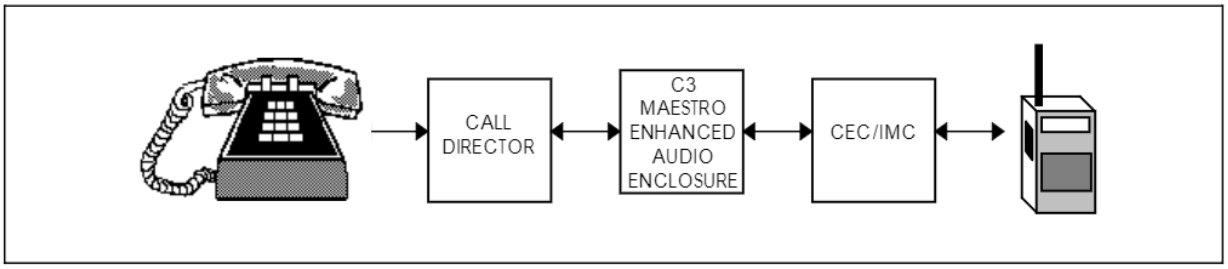

Figure 3 − Basic Call Director Patch Audio Routing
In addition to normal dispatch operations, the C3 Maestro console system can be connected to Call Director (CD) telephone equipment. This feature allows the C3 Maestro to "patch" a telephone line to a specific unit, talk group, conventional channel or radio patch in the CEC/IMC network. See Figure 3.